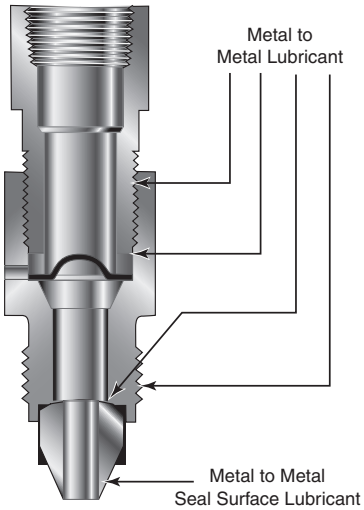

Figure 5
6. **Safety Head**s - The threads and end of the hold down nut should be lubricated. Refer to Figure 5 for lubrication sites on the safety head.